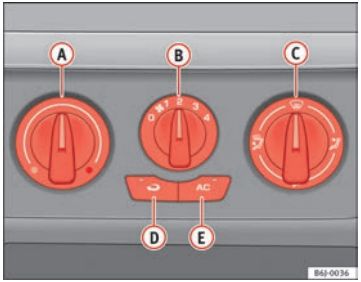

Fig. 94 Air conditioning controls on the dash panel
– Disconnect the cooling system using button ⇒ fig. 94 AC (the button light turns off).
When air recirculation mode is switched on (button ⇒ fig. 94 with warning lamp) strong odours in the outside air do not enter the vehicle interior, for example when passing through a tunnel or in a traffic jam.